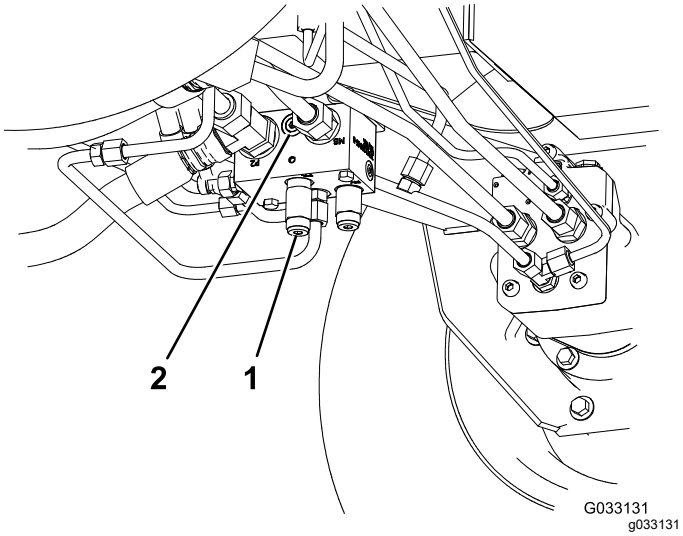

Figur 39
- Toro-artikelnr 95-0985, koppling (2)
- Toro-artikelnr 340-77, hydraulkoppling (2)
1. Montera en diagnoskoppling i den omarkerade porten som sitter mellan portarna M8 och P2 på det bakre grenröret (Figur 39).